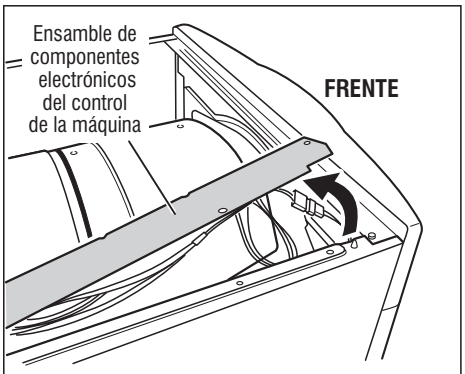

Figura 16 *Remueva el ensamble de la posición de montaje.*
1. Siga los pasos 1 y 2 anteriores, luego saque los tres tornillos que sostienen el soporte del control de la máquina en su lugar y retire el ensamble. Vea la figura 16.